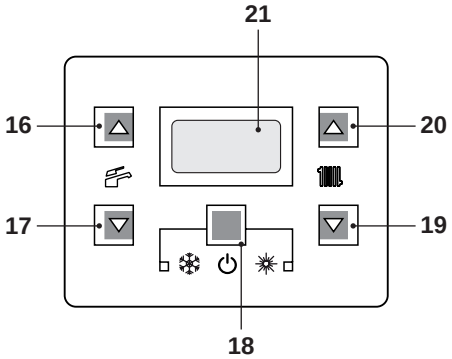

Figura 2.5
- Tenere premuto per 2 secondi il tasto 18 fino a far apparire sul display il simbolo Figura 2.5.
La temperatura dell'acqua calda di mandata riscaldamento è regolabile agendo sui tasti 19 (diminuzione) e 20 (aumento) (Figura 2.5) da un minimo di circa 25°C ad un massimo di circa 85°C. Alla prima pressione di uno dei due tasti si ha la visualizzazione del valore di "set", alla seconda pressione si accede alla modifica.
Comunque se la temperatura ambiente non dovesse essere confortevole si può aumentare o diminuire la temperatura di mandata dell'impianto riscaldamento di ± 15°C agendo sui tasti 19 (diminuzione) e 20 (aumento) (Figura 2.5).
La temperatura dell'acqua calda sanitaria è regolabile agendo sui tasti 16 (aumento) e 17 (diminuzione) (Figura 2.5) da un minimo di circa 35°C ad un massimo di circa 60°C. Alla prima pressione di uno dei due tasti si ha la visualizzazione del valore di "set", alla seconda pressione si accede alla modifica.